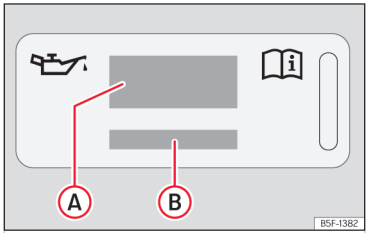
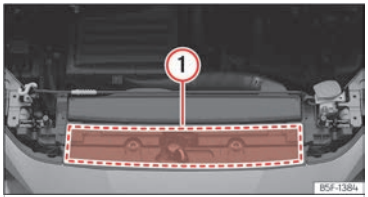

Fig. 246 En el vano motor: etiqueta de aceite de motor
Fig. 247 En el vano motor: zona de ubicación de la etiqueta de aceite de motor
Leyenda de la ››› **fig. 246**:
Si debe rellenar el aceite del motor, utilice uno de los aceites indicados en la etiqueta ››› **fig. 246**. La etiqueta con la norma prescrita se encuentra en la parte delantera en el vano motor ››› **fig. 247** ①. Si utiliza el aceite de motor recomendado, se puede corregir el nivel del llenado tantas veces como sea necesario.
- **Si falta la etiqueta con la especificación del aceite motor ››› fig. 246, póngase en contacto con un taller especializado.**